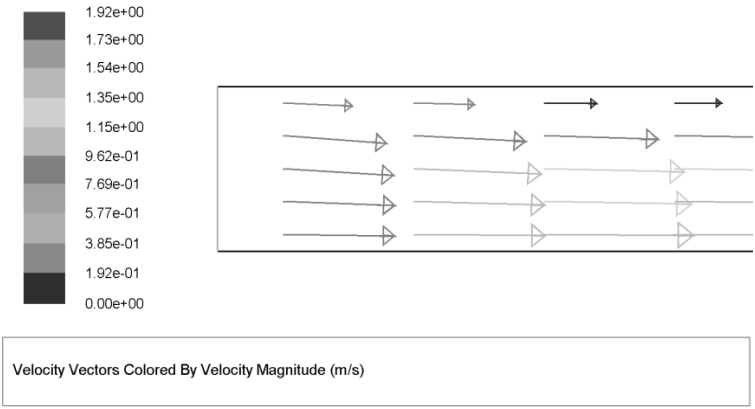

Рис. 60.
4) Приблизить или увеличить изображение можно путем выделения прямоугольной области, зажав среднюю кнопку мыши, и проводя курсором из левого верхнего угла в нижний правый угол, рис. 60. Обратная операция позволяет отдалить или уменьшить изображение.